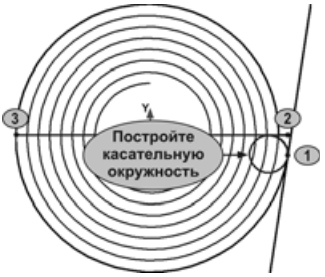

Рис. 8.20
- С помощью команды **Окружность, касательная к двум кривым** постройте окружность, касательную к отрезку 2-3, вспомогательной прямой и проходящую через вершину спирали 1 (рис. 8.20).